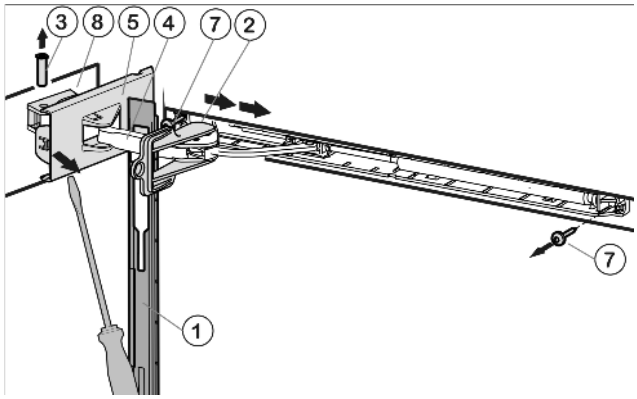

Fig. 5
▶ Push the faceplate over the soft stop bracket *Fig. 5 (4)* in the direction of the appliance.
▶ Snap the safety lock *Fig. 5 (2)* into the oblong hole.
▶ Using a screwdriver, disengage the cover on the hinge side *Fig. 5 (5)* as far as the first detent.
▶ Press the pin *Fig. 5 (3)* out from underneath.
▶ Press the soft stop bracket *Fig. 5 (4)* towards the door.
- ▶ Fully detach the cover on the hinge side *Fig. 5 (5)* and remove it.
- ▶ Remove the faceplate *Fig. 5 (1)*.
- ▶ Unscrew the soft stop unit (2x Torx® 15) *Fig. 5 (7)*.